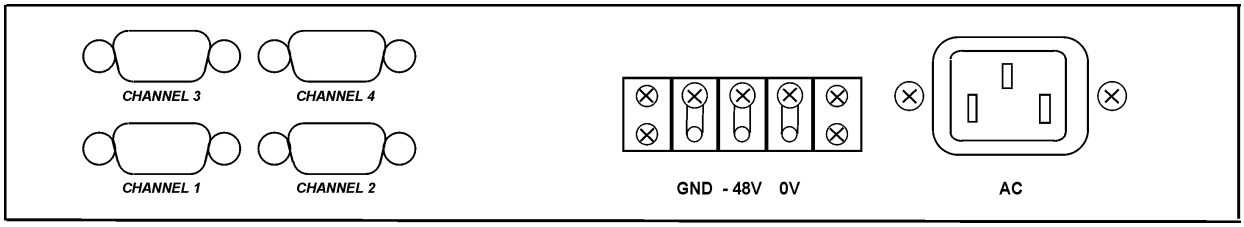

Рис. 3. Тыльная сторона FM4 AC+DC
2. Подключите питание. Для приборов исполнения AC+DC проследите за соблюдением полярности подключения (см. рис. 3 и маркировку разъема питания). Должен гореть индикатор PWR, остальные не горят.